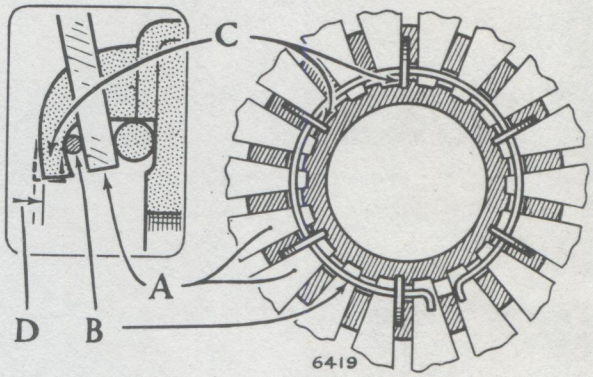

Fig. 3. *Fitting release plate assembly*
Fit the replacement assembly in position on the diaphragm spring (A, Fig. 3), replace the circlip (B) under the six tags (C), and lightly set the tags to secure the circlip taking care to keep the tags square with the base (see D, Fig. 3). Never refit a removed release plate as turning back the housing tags to free the circlip stresses them beyond further service.